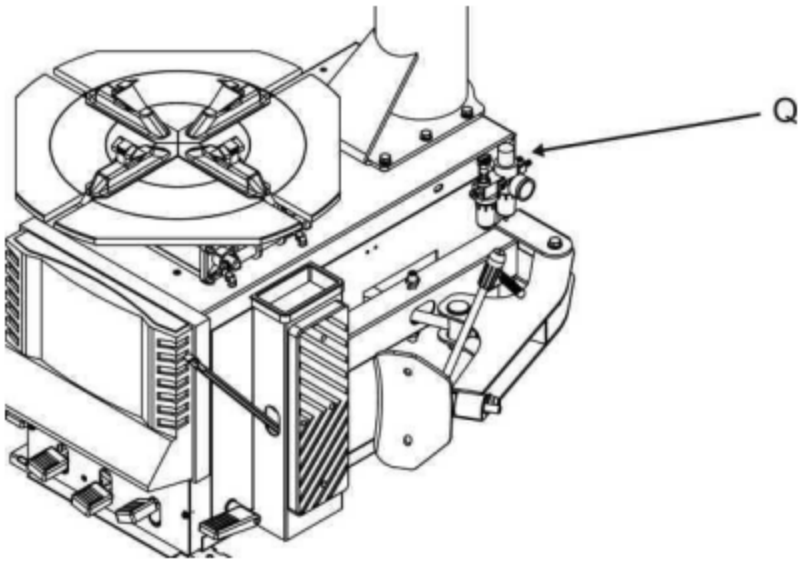

Figure 7
- ✧ As shown in Figure 7, the compressed air system is connected to the machine by a pipe joint (Q) on the side of the tank.